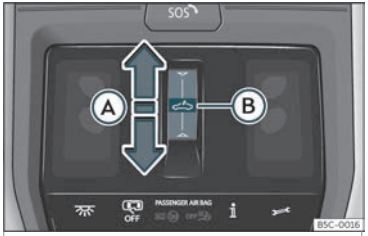

Abb. 87 Im Dachhimmel: Taste des Glasdachs.
- Automatische Bewegung: den Finger nach hinten über den Funktionsbereich ⌓ ››› **Abb. 87** Ⓐ ziehen.
- Innerhalb von etwa 5 Sekunden nach der Aktivierung des Einklemmschutzes den Finger nach vorne über den Funktionsbereich ›››**Abb. 87** Ⓐ ziehen und gedrückt halten bis das Dach vollständig geschlossen ist.